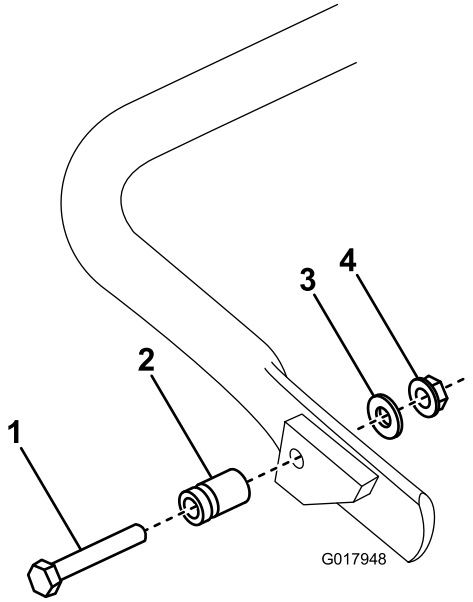

Figura 6
1. **Apenas no GR1600**, ligue a cavilha de mola ao lado direito do apoio (Figura 6) utilizando o parafuso, anilha e porca de cabeça de flange fornecidos.